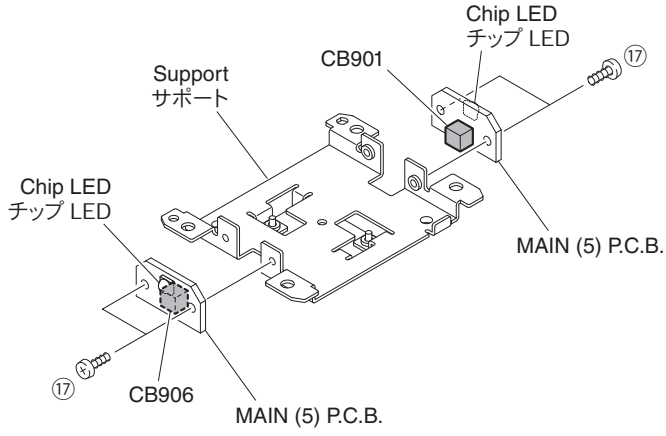

Fig. 10
10. Removal of MAIN (5) P.C.B. (Fig. 10)
a. Remove 4 screws (⑰).
c. Remove the MAIN (5) P.C.B.
* If MAIN (5) P.C.B. or the chip LED on the P.C.B. has been replaced, check for following LED lighting conditions after turning on the power.
* It is recommended to replace MAIN (5) P.C.B. or chip LED on the P.C.B. with new ones, at all 2 locations.
* The same parts are installed on MAIN (5) P.C.B. Therefore, installed MAIN (5) P.C.B. vary in the order depending on products.
10. MAIN（5）P.C.B. の外し方（Fig. 10）
a. ⑰ のネジ 4 本を外します。